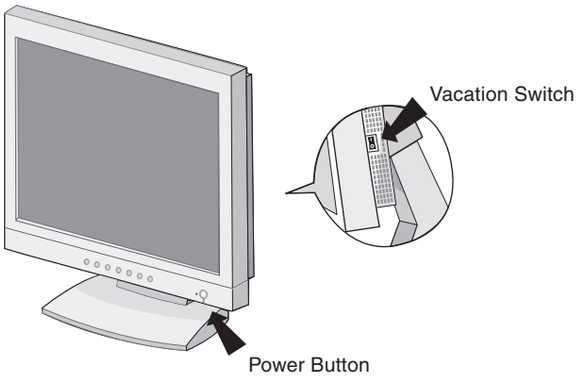

Figure E.1
6. Check the Vacation Switch on the right hand side of the monitor is in the ON position. Turn on the monitor with the Power Button (**Figure E.1**) and the computer.